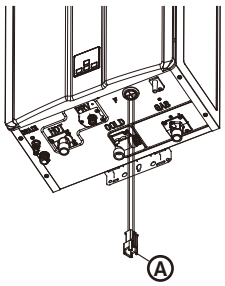

Fig. 1
3. Pasar suficiente cable a través del agujero del envolvente (Fig. 1); conectar el terminal al PCB Ⓒ (Fig. 2);